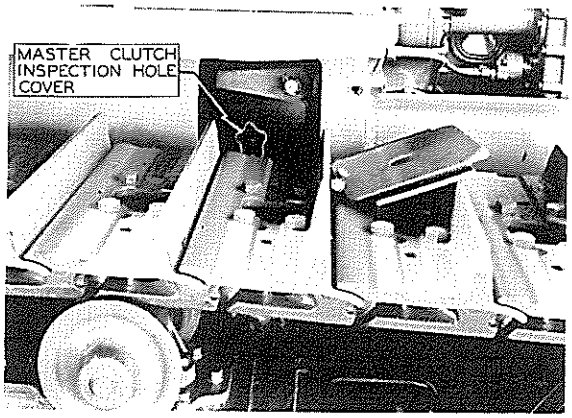

FIG. 6
29. Remove inspection cover plates from each side of spacer assembly. Fig. 6.